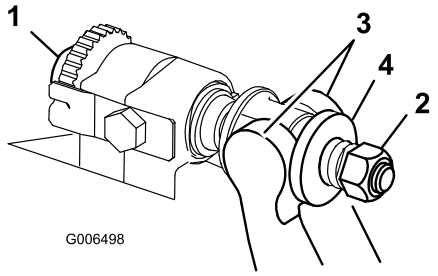

Figuur 25
1. Draai de stelschroeven van de snijbalk linksom om de snijbalk weg te trekken van de messenkooi (Figuur 25).
2. Draai de veerspanningsmoer uit totdat de ring niet meer tegen de snijbalk is geklemd (Figuur 25).